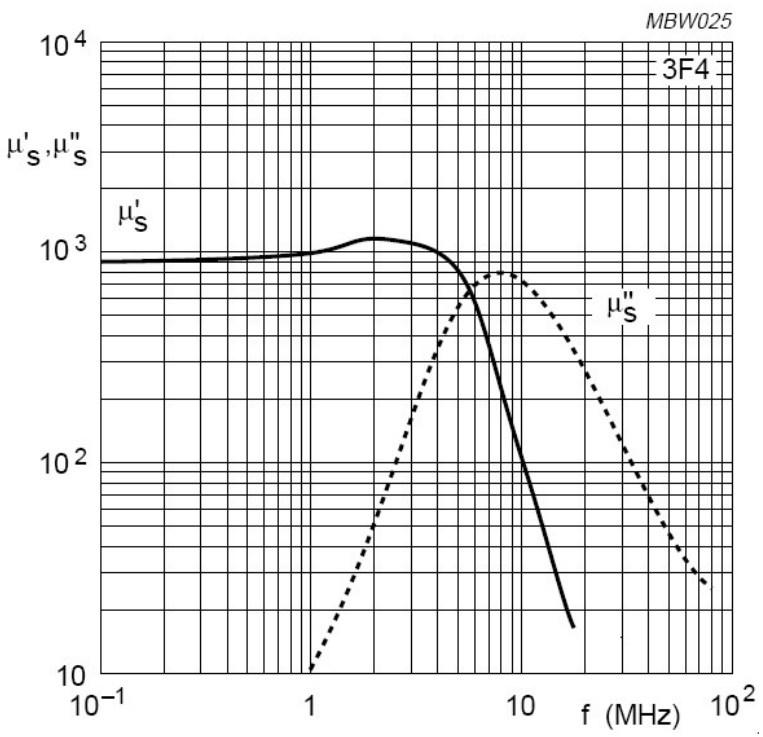

Fig. 1. 3F4 (NiZn, μ_r=900) Complex permeability as a function of frequency (Adapted from Ferrocube 3F4 Material Specification Data Sheet).
- **Exhibit unacceptable high losses at frequencies above a few megahertz (e.g., 3F4 from Ferroxcube shown in Fig. 1)**